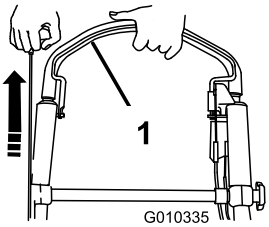

Figur 22
3. Håll knivstyrstången mot handtaget och dra i startsnöret (Figur 22).